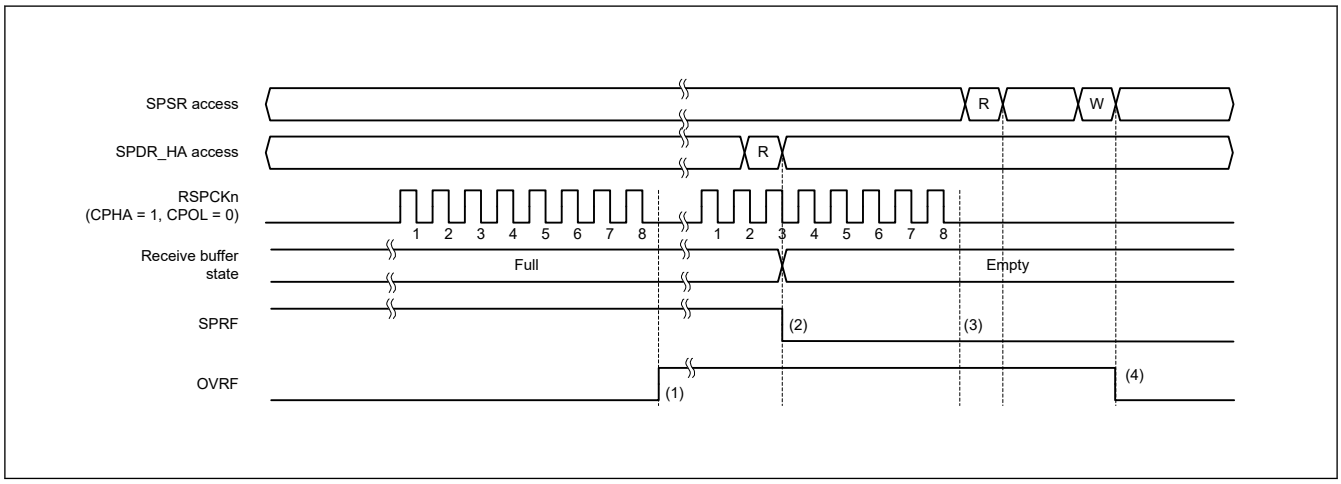

Figure 28.28 Operation example of the OVRF and SPRF flags
Figure 28.28 shows an example of operation of the OVRF and SPRF flags. The SPSR and SPDR_HA accesses shown in Figure 28.28 indicate the condition of accesses to the SPSR and SPDR_HA register, where W denotes a write cycle, and R a read cycle. In this example, the SPI performs an 8-bit serial transfer when SPCMD0.CPHA bit is 1 and the SPCMD0.CPOL bit is 0. The numbers given for RSPCKn in the waveform represent the number of RSPCK cycles, such as the number of transferred bits.
The operation of the flags at timings (1) to (4) in Figure 28.28 is as follows: